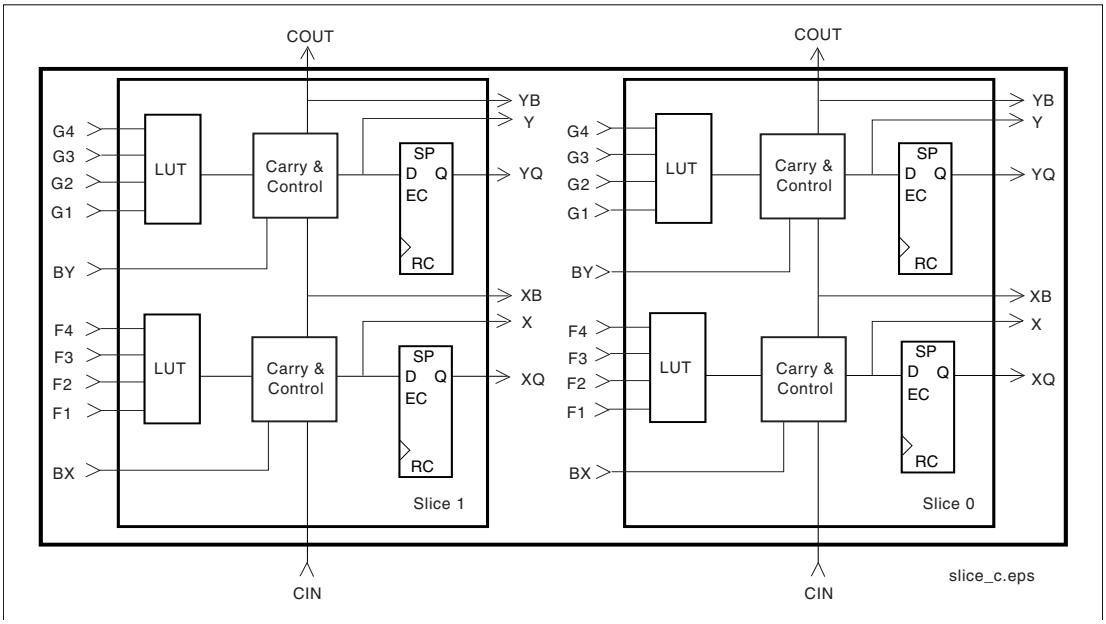

Figure 4: **2-Slice Virtex CLB**
The basic building block of the Virtex CLB is the logic cell (LC). An LC includes a 4-input function generator, carry logic, and a storage element. The output from the function generator in each LC drives both the CLB output and the D input of the flip-flop. Each Virtex CLB contains four LCs, organized in two similar slices, as shown in Figure 4.